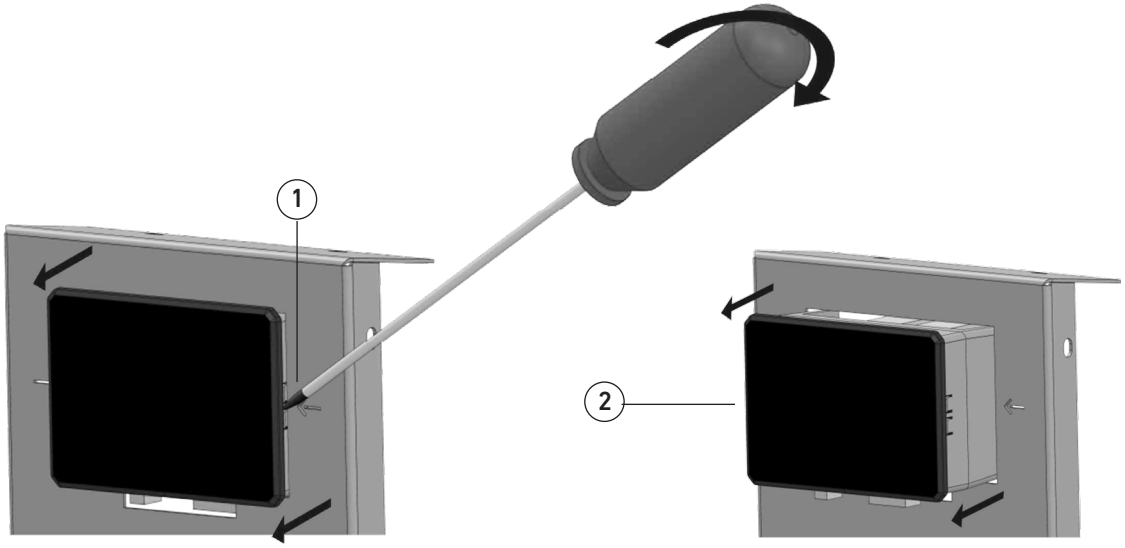

fig. 21
- Turn the screwdriver slightly towards the sheet metal and press gently in the direction of the arrow to release the fixing teeth of the control unit (fig. 21 part. 1) and remove it from its seat (fig. 21 part. 2);
- Remove the control unit and remove the connecting pins (fig. 21 part. 2).